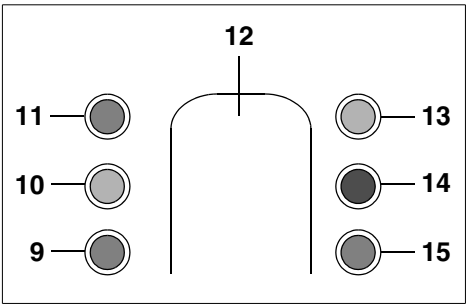

Fig. 7 : LEDs
b) To do so, the water softening system must be in the operating position (LED “Regeneration” (**13**) is off). Start regeneration by pressing the regeneration button (**12**) (see fig. 7). The LED “Regeneration” (**13**) lights up whilst the LED “Switching chamber” (**10**) flashes simultaneously in time with the servo drive. After 9 to 10 drive cycles, the salting position is reached (marking “2” on the operating phase indicator (**24**)). The LED “Switching chamber” (**10**) goes out, the LED “Bacterial protection - left cham-
– The LEDs of the electronic control unit. The red LED flashes in the event of faults (see fig. 7).